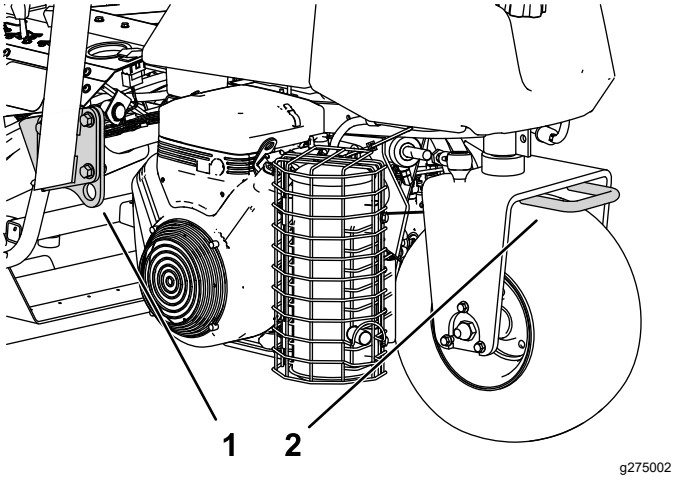

Figure 25
- Arrimez solidement la machine au moyen de sangles, chaînes, câbles ou cordes. Les sangles avant et arrière doivent être dirigées vers le bas et l'extérieur de la machine (Figure 25).